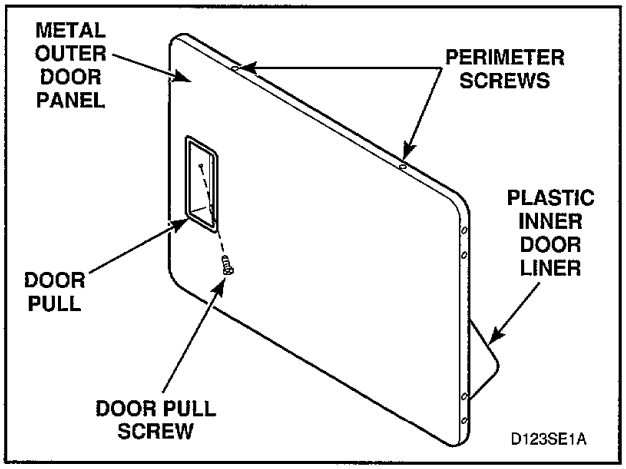

Figure 19
b. Remove screw from door pull, *Figure 19,* and the remaining screws around the door perimeter. Set hinges aside at this time.